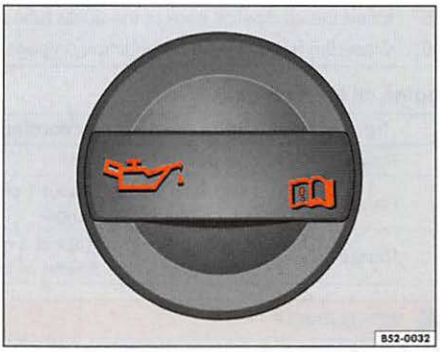

Fig. 129 In the engine compartment: Engine oil filler cap.
4. Find the oil filler opening and the dipstick. You can identify these by the symbol on the engine oil filler cap ⇒ fig. 129 and the colored handle on the dipstick. If you are not sure where the cap and the dipstick are located, see your authorized Volkswagen dealer or authorized Volkswagen Service Facility for assistance.
9. Remove the cap on the engine oil filler opening ⇒ fig. 129.